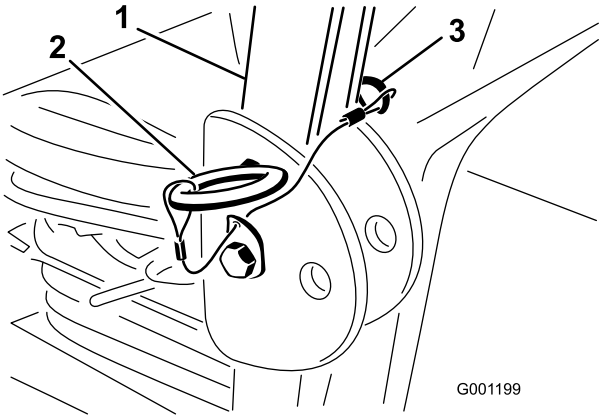

Figur 6
2. Med veltebøylen i hevet stilling, fjern hårnålssplintene og de to pinnene (Figur 6).